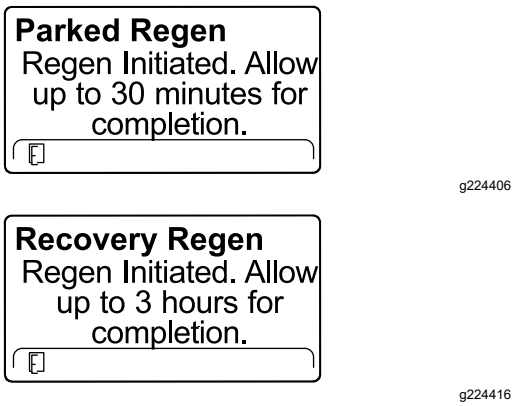

Figuur 65
6. Het InfoCenter toont hoe lang de regeneratie zal duren (Figuur 65).